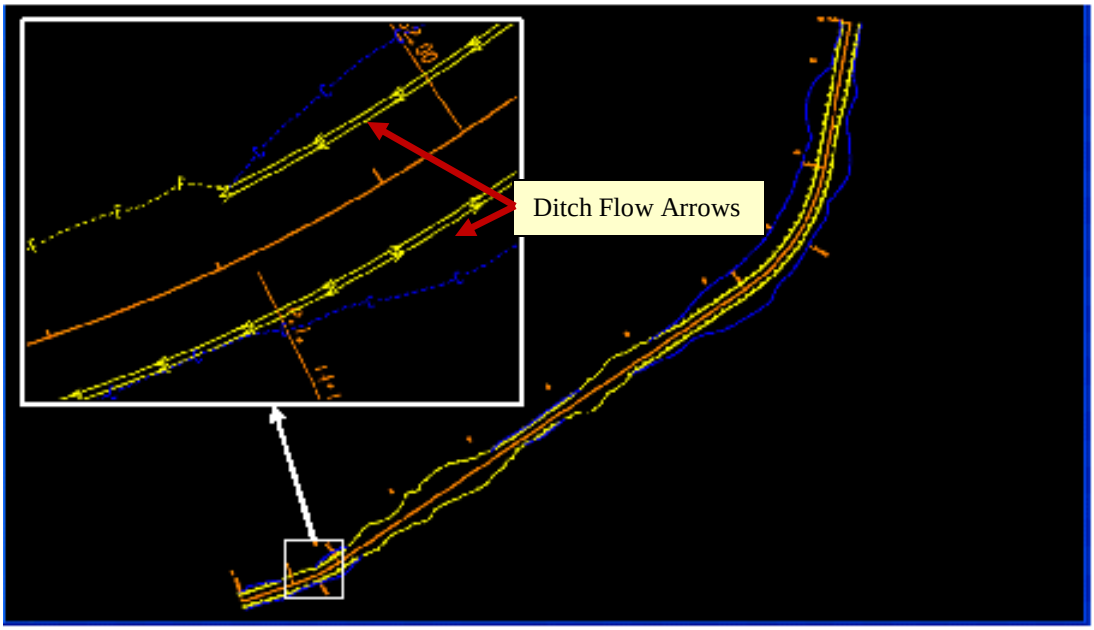

Figure L10-19 MicroStation View Window
37.	**Annotate the Roadway Ditches with Ditch Flow Arrows.** • In the **Annotate Feature** dialog, click **Apply** and **Close**. • In MicroStation, verify the Ditch Flow Arrows were drawn as shown in *Figure L10-19*.